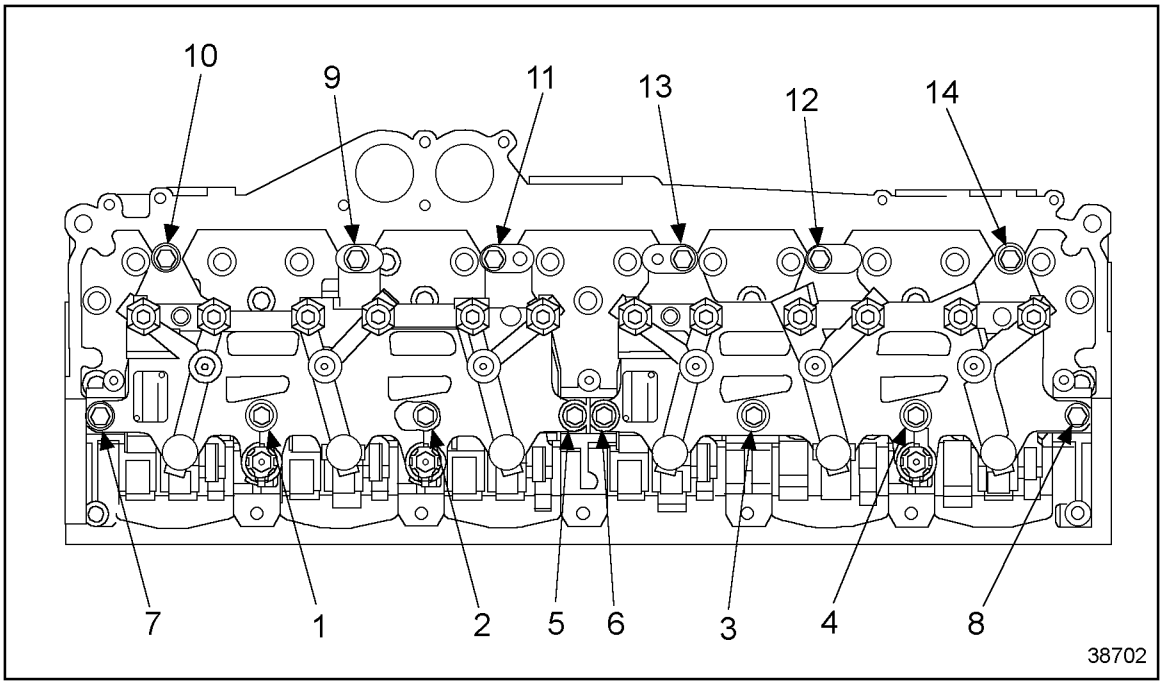

Figure 1-443c Housing Hold-Down Bolt Locations
3. Install six (6) 170 mm bolts through the housings into the rocker shafts in locations 1 through 6, and install two (2) nuts in locations 7 and 8. See Figure 1-443c.
4. Install six (6) 140 mm bolts into each housing and through the spacers in locations 9 through 14.
5. Torque all mounting bolts to 136 N·m (100 lb-ft) in bolt location number sequence shown. See Figure 1-443c.